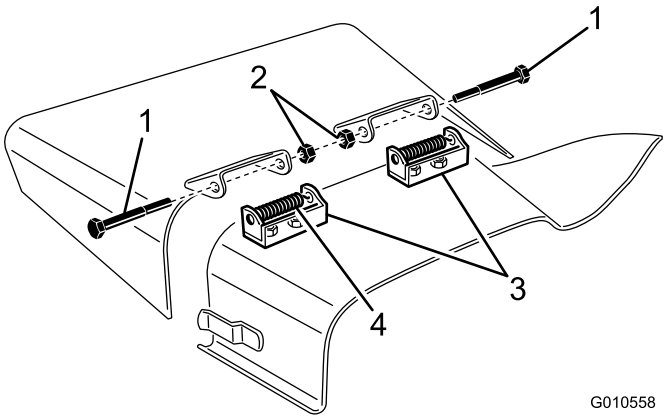

Figuur 29
4. Verwijder de 2 tapbouten, borgmoeren en veren waarmee de bevestigingen van de grasgeleider vastzitten op de draaibeugels (Figuur 29).
5. Om de draaibeugels te verwijderen, verwijdert u de slotbouten en moeren (Figuur 29).